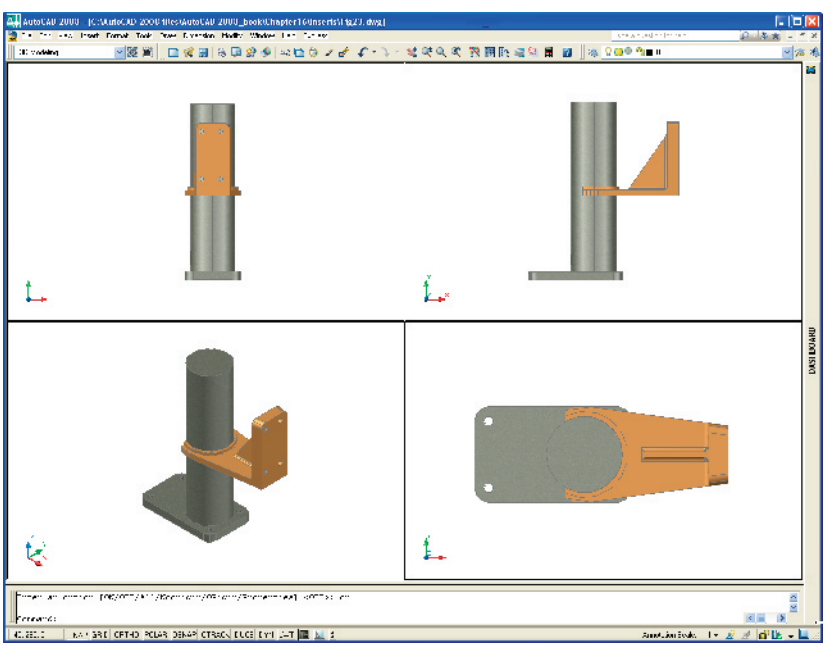

Fig. 16.28 Example – **3dorbit** the example in a **Four: Equal** viewport layout
Example – 3D Orbit (Fig. 16.28)
7. Fit the 3D model into a **Four: Equal** viewports setting. Note that the **Visual Styles/Realistic** mode still shows in each of the four viewports (Fig. 16.28).